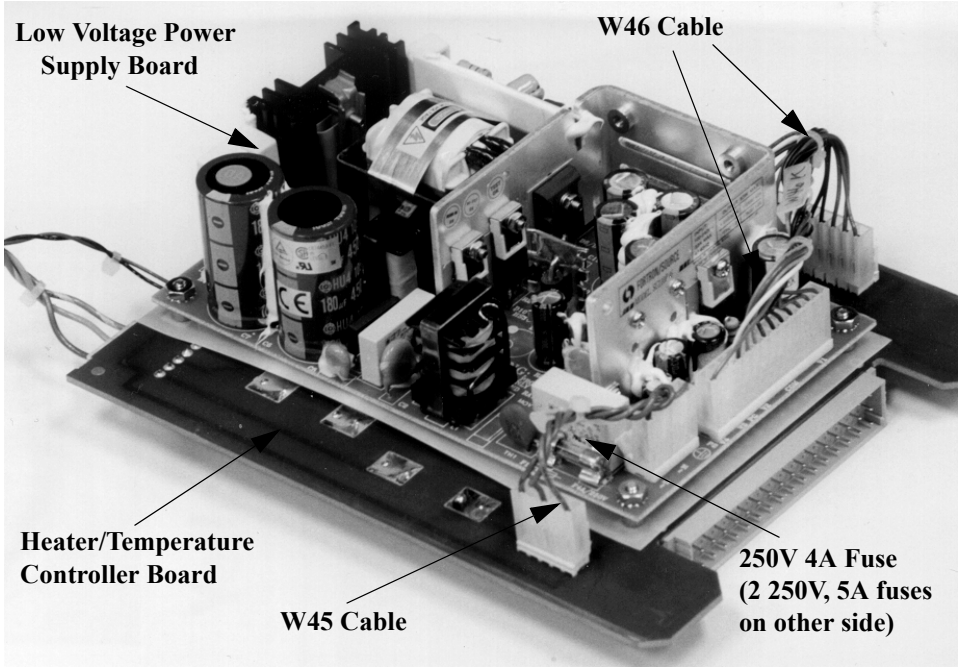

Figure 4.25 Heater & LVPS Assembly as Removed from 4100
The fuses for the Low Voltage Power Supply Board (LVPS) are located on that board. To access the board, remove the triangular metal plate from the left rear corner of the M4100. The Low Voltage Power Supply Board and Heater/Temperature Board Assembly (Figure 4.25) is then removed after disconnecting the cable from the top of the board.
2. Disconnect and reseat both connectors on the W46 cable (Figure 4.25 on page 4-52).